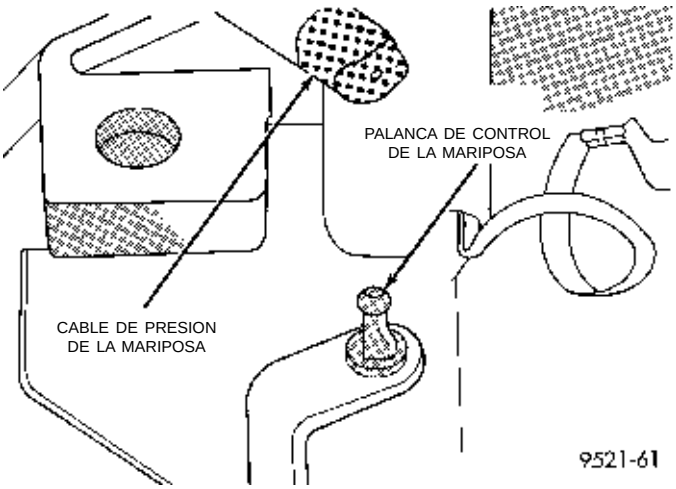

Fig. 17 Cable y palanca de presión de la mariposa del acelerador
(1) Desenganche el extremo del cable de presión de la mariposa del acelerador en la palanca de control de la mariposa del transeje (Fig. 17).